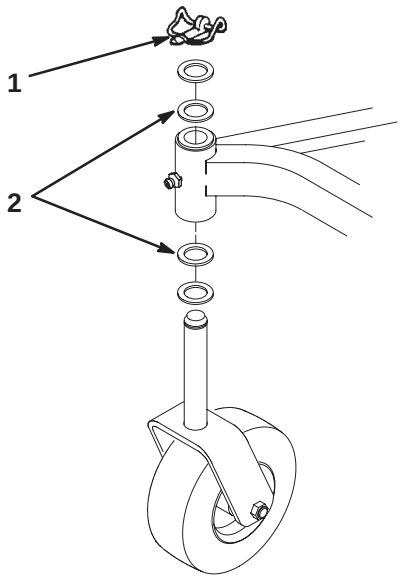

Figure 25
4. Insert a pin punch into the top or bottom of the mounting tube and drive the bushing out of the tube (Fig. 25). Also drive the other bushing out of the tube. Clean the inside of the mounting tube to remove any dirt.